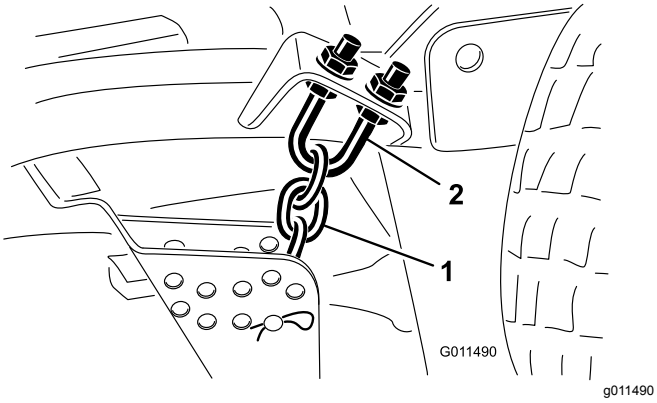

Figur 82
1. Lossa kontramuttrarna överst eller underst på klipphöjdskedjans U-bult (Figur 82).